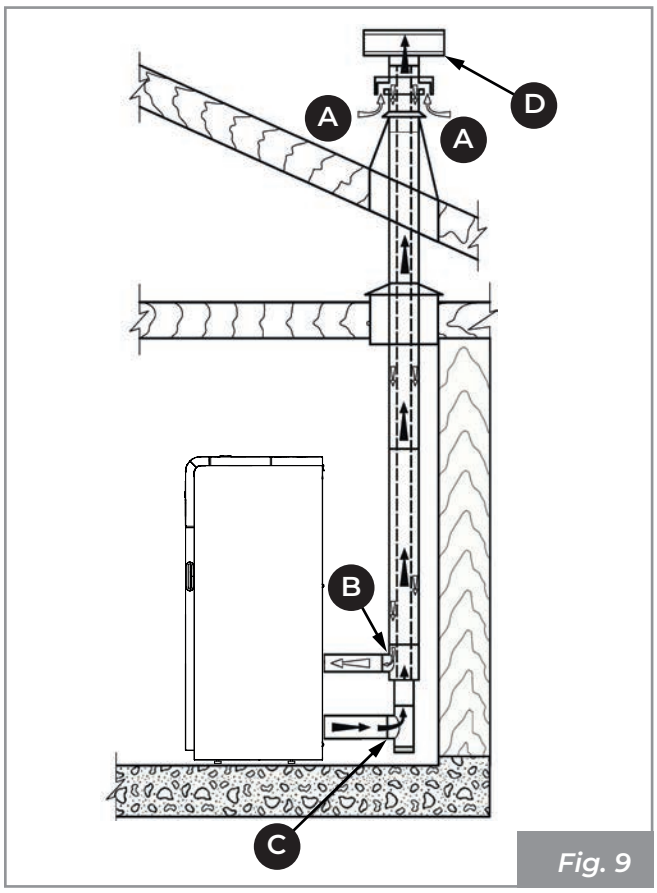
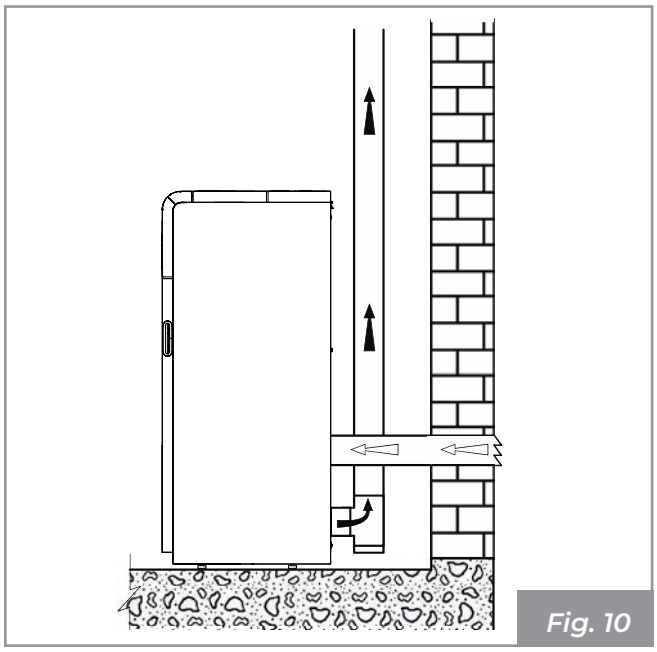

Fig. 9
Fig. 10
- provenire direttamente dall'esterno con collegamento diretto alla camera di combustione (**Fig. 9** - **Fig. 10**).
- canalizzare l'aria comburente sfruttando un tubo di scarico coassiale per l'espulsione dei fumi e il prelevamento dell'aria (**Fig. 9 - A, B** = Ingresso aria, **C, D** = Uscita fumi); pertanto non è necessario fare una classica presa d'aria nel locale;
- collegare l'ingresso dell'aria comburente dell'apparecchio alla presa d'aria con un apposito condotto (**Fig. 10**).